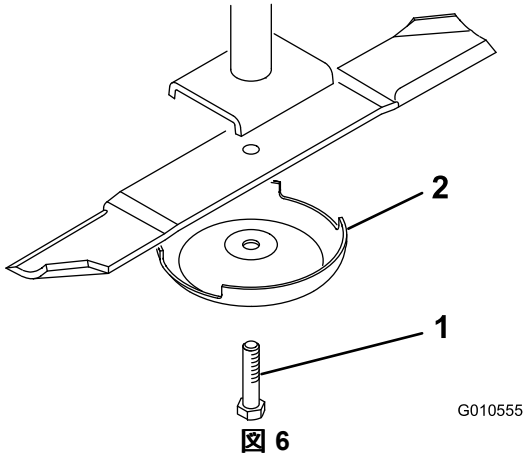

図 6
1. 厚いパッドの入った手袋を使ってブレードの端部をしっかり握る。スピンドルのシャフトからブレード・ボルト、芝削り防止カップ、ブレードを取り外す図 6。